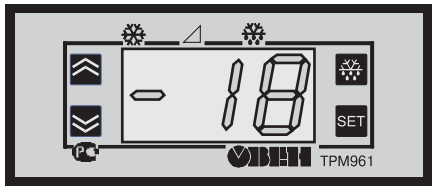

Рис. 1
3.1.2. Элементы индикации и управления приведены на рис.1. Точки на цифровом индикаторе используются как светодиоды состояния: